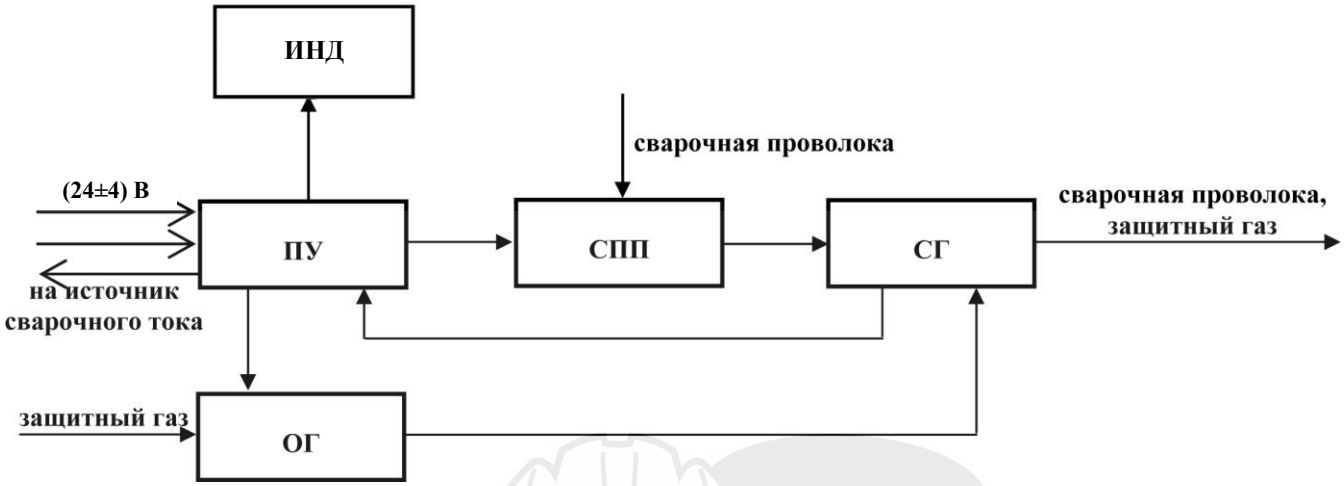

Рисунок 4.3
4.2.1 Функционально механизм состоит из нескольких взаимосвязанных модулей (см. рисунок 4.3), а именно: платы управления (ПУ), системы подачи проволоки на основе двигателя постоянного тока (СПП), отсекателя газа (ОГ) и платы индикации (ИНД).